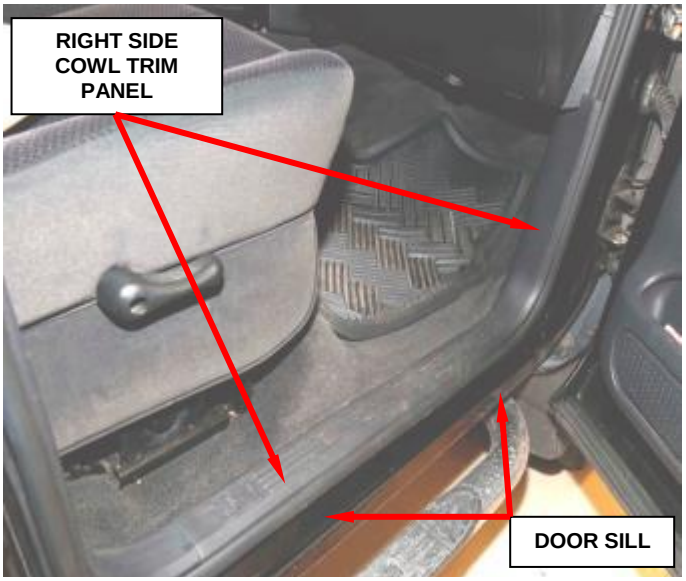

Figure 15 – Right Side Cowl Trim Panel
a. Using a trim stick, disengage the retaining tabs of the cowl trim panel from the retainer clips in the door sill (Figure 15).